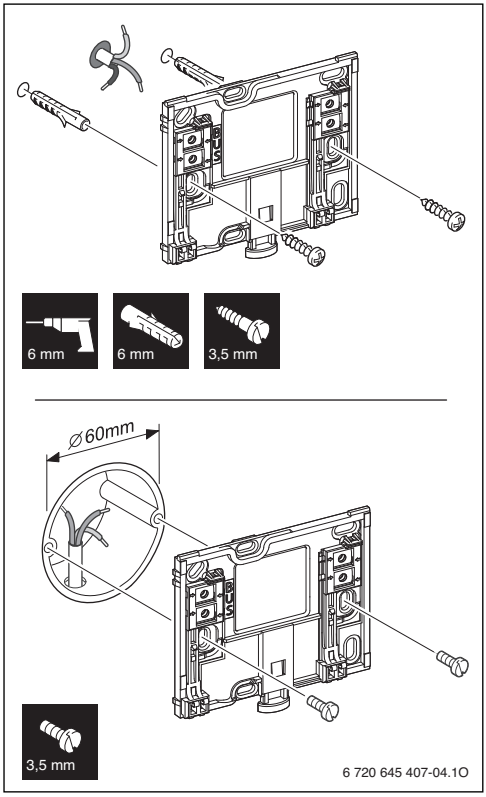

Bild 7 Montage des Sockels
- ▶ Sockel an einer Wand installieren. (→ Bild 7).